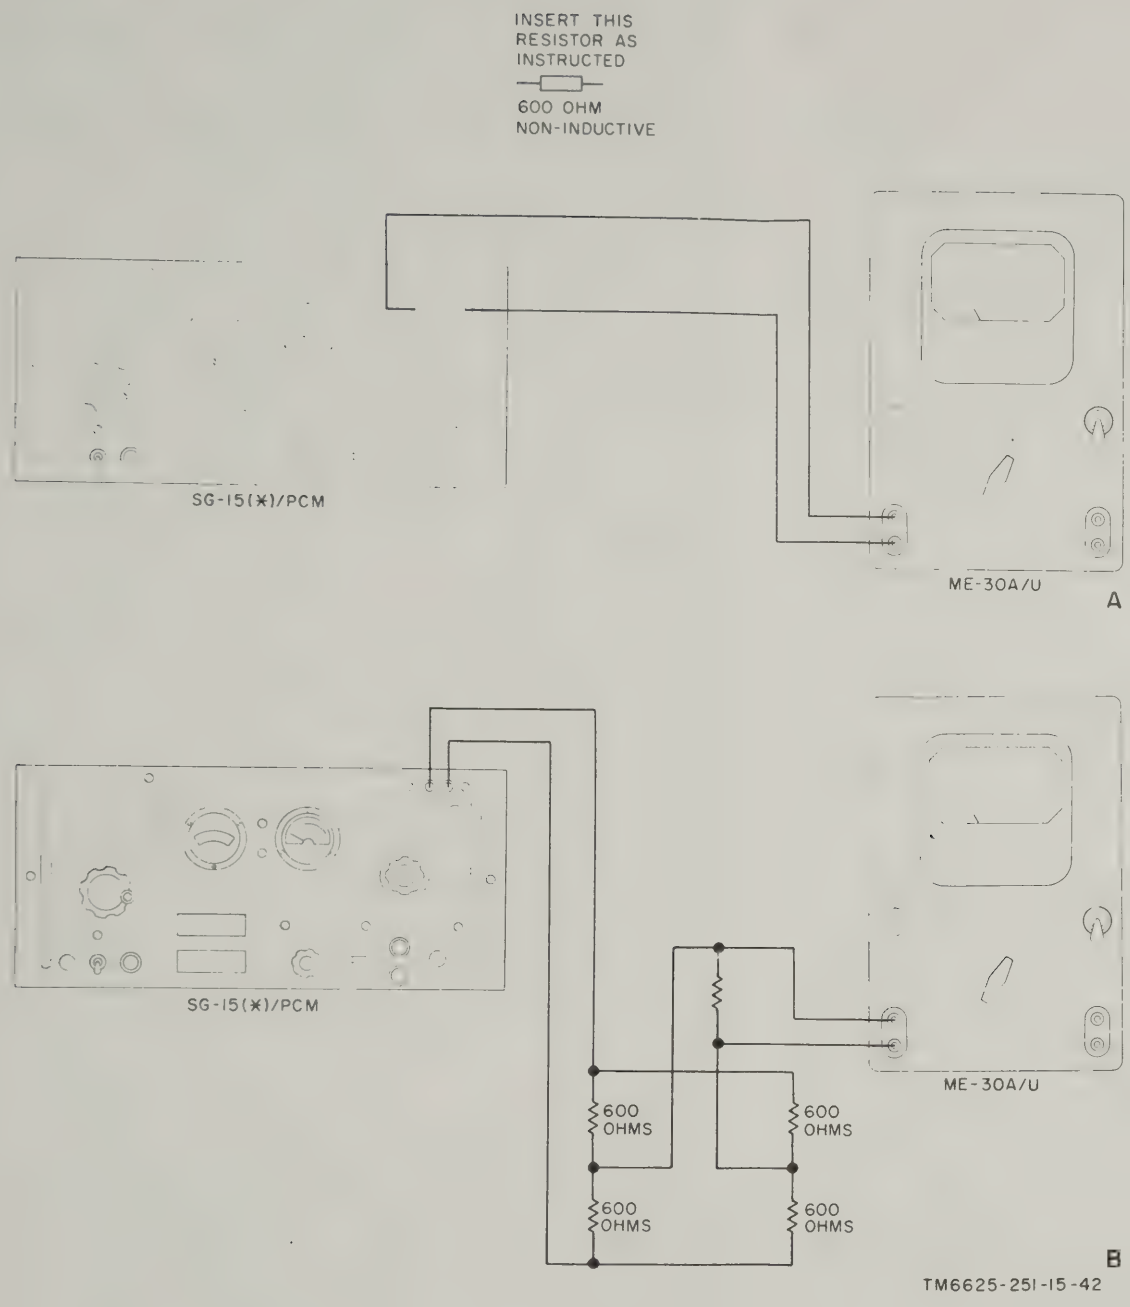

Figure 8–3. Output impedance of SG–15(*)/PCM, test setup.
(1) Voltmeter, Meter ME–30A/U.
(2) Five 600-ohm, noninductive resistors.
b. Test Connections and Conditions. Connect the equipment as shown in figure 8–3.